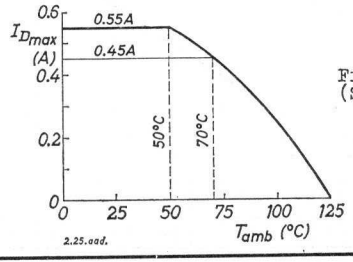

Fig.3 (See note 1) page1)
1) At T_{amb} = 50 °C a maximum average forward current I_D = 0.55 A is permitted. See Fig.3 page 2 and for voltage doubler circuits also page E.